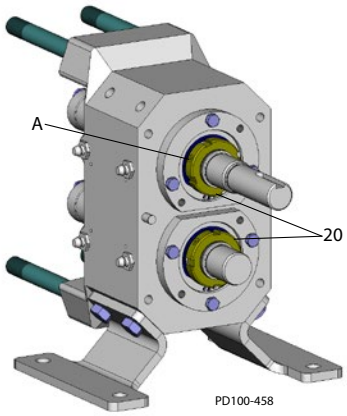

Afbeelding 51 - De instelschroeven aanspannen
4. Maak de borgmoer van de lager losser of span deze aan (Afbeelding 51, item 20) om een aanhaalkoppel te krijgen zoals weergegeven in Tabel 6.
5. Span de instelborgschroef(en) (Afbeelding 51, item A) in de borgmoeren van de lager aan (item 20).